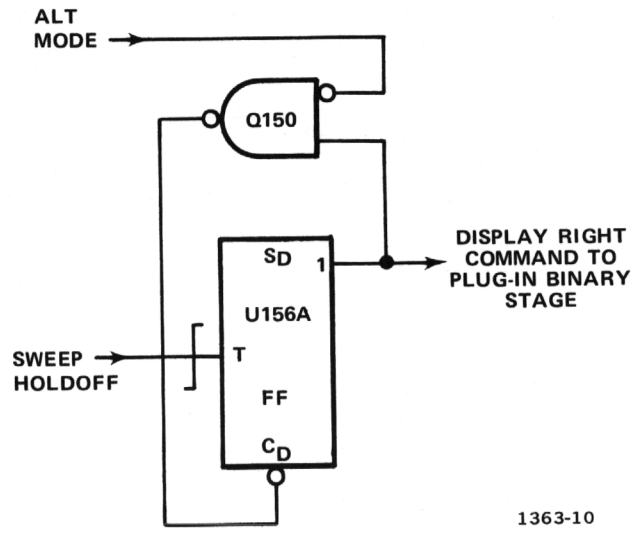

Fig. 2-10. Logic diagram of Vertical Binary stage.
and the data (D) input enables this flip-flop to operate in the triggered mode. A logic diagram of the Vertical Binary stage is shown in Fig. 2-10.